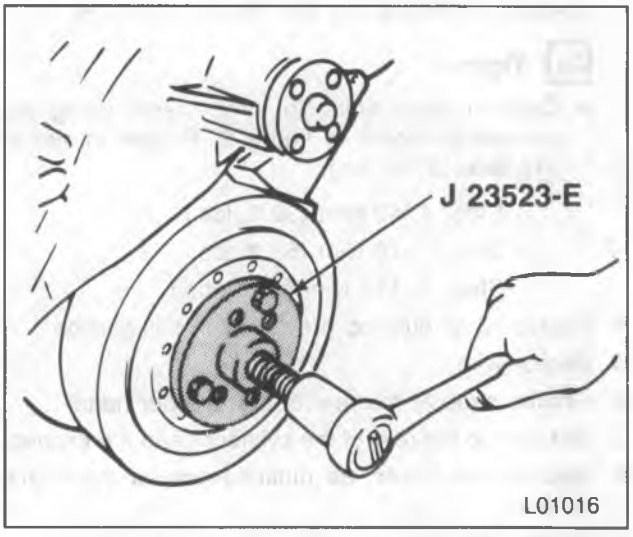

Figure 9—Removing the Torsional Damper
- Cylinder head bolts, in three steps, using the sequence shown in figure 9. Proper torque is 110 N•m (81 ft. lbs.).
Remove or Disconnect (Figure 9)
6. Torsional damper. Use J 23523-E (figure 9).